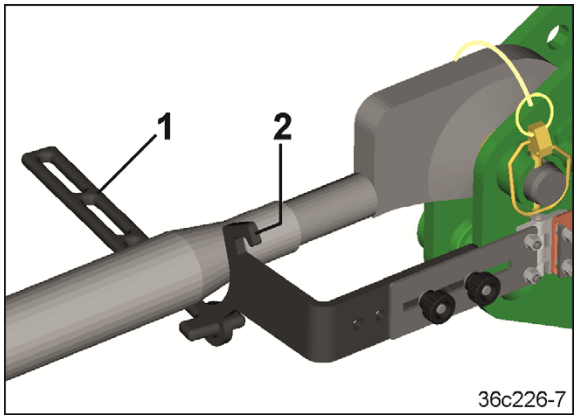

Fig. 92
3. Das Spannelement (Fig. 92/1) an der Oberlenkerhalterung (Fig. 92/2) einhaken.